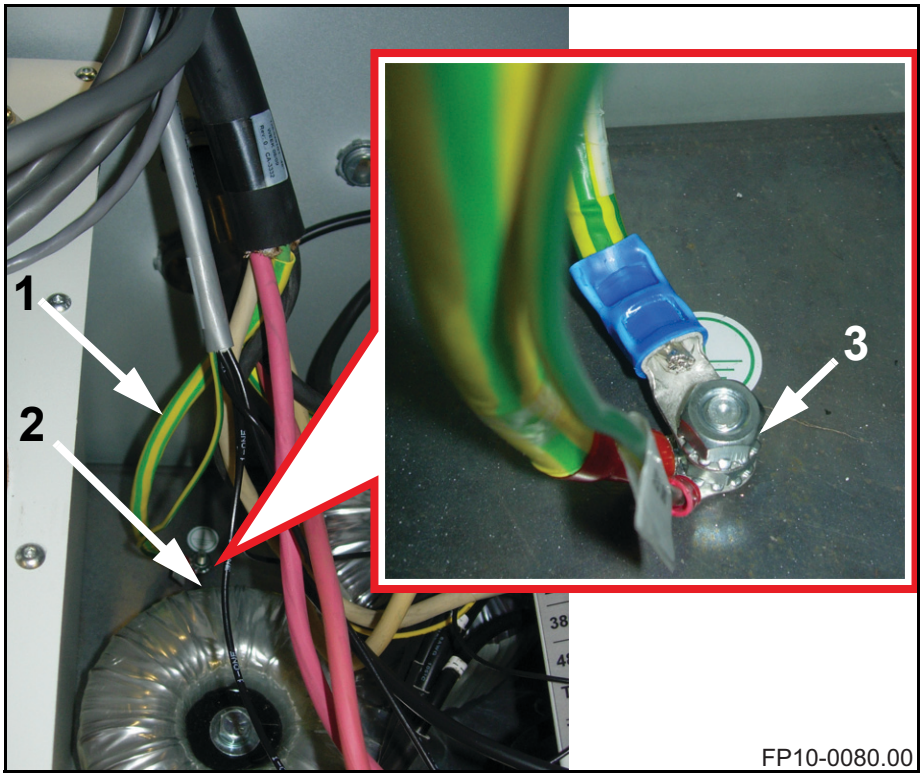

Figure 2-7. Terminal TB1 and ground stud at the bottom of the lower cabinet.
3 Connect the ground wire (1 in Figure 2-7) to the ground bolt (2) on the bottom of the lower cabinet. There are two nuts (3) on the ground pin, when there are three or more ground wires they need to be separated to allow for proper and secure connection.